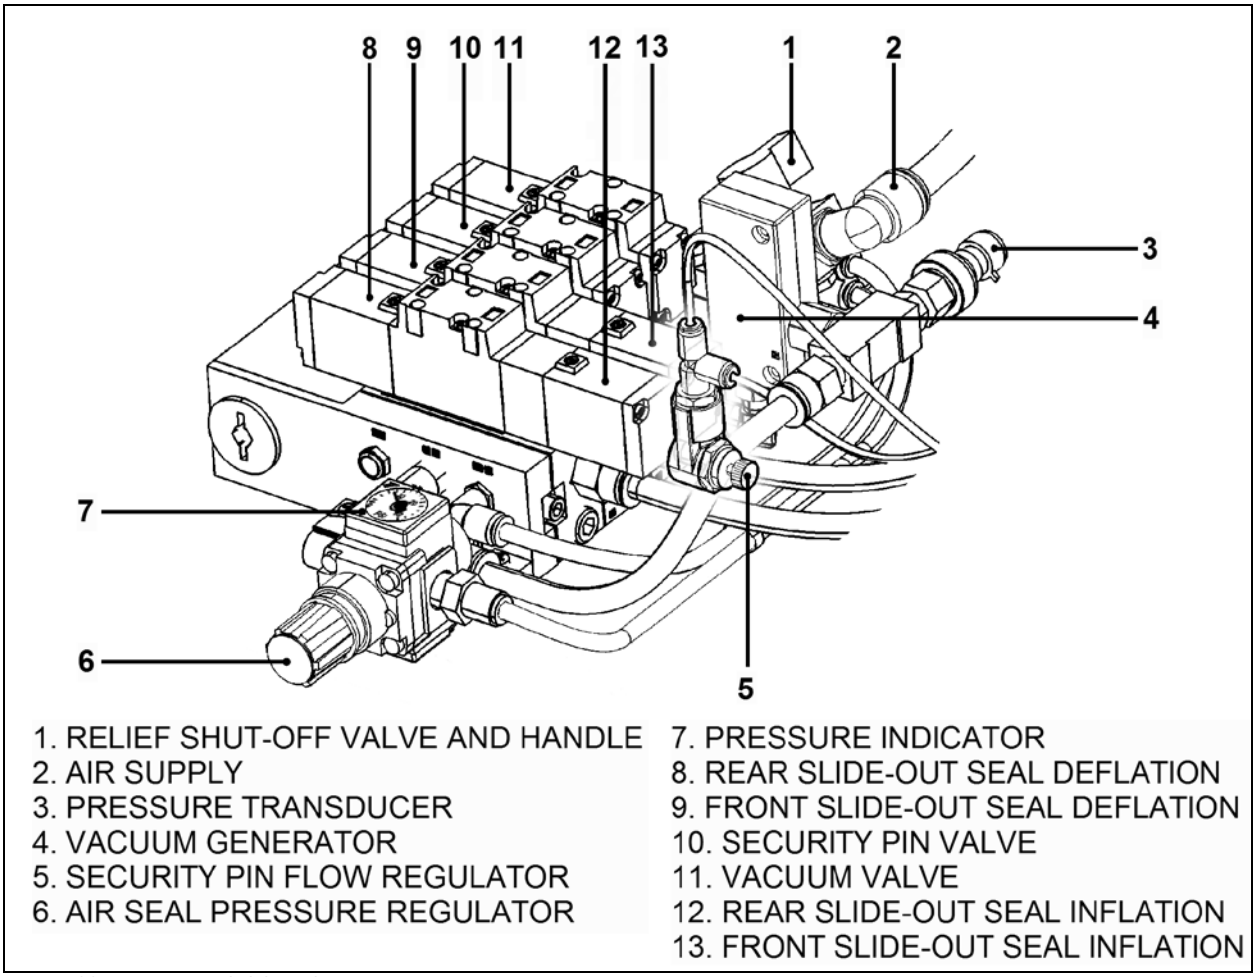

**FIGURE 32: PNEUMATIC COMPONENT PANEL**
The supply line for the pneumatic component panel (Item 2, Figure 32) is connected to the air pressure inlet valve on the pneumatic panel in the front service compartment.
Make sure the inflatable seal is deflated when manually moving the slide-out during service maintenance. Deflate inflatable seals completely by turning the relief shut-off valve handle clockwise (see Figure 32, Item 1).
1. Fully deflate the air seal by turning the shut-off valve clockwise (Item 1, Figure 32). Make sure the pressure indicator is at "0 psi".